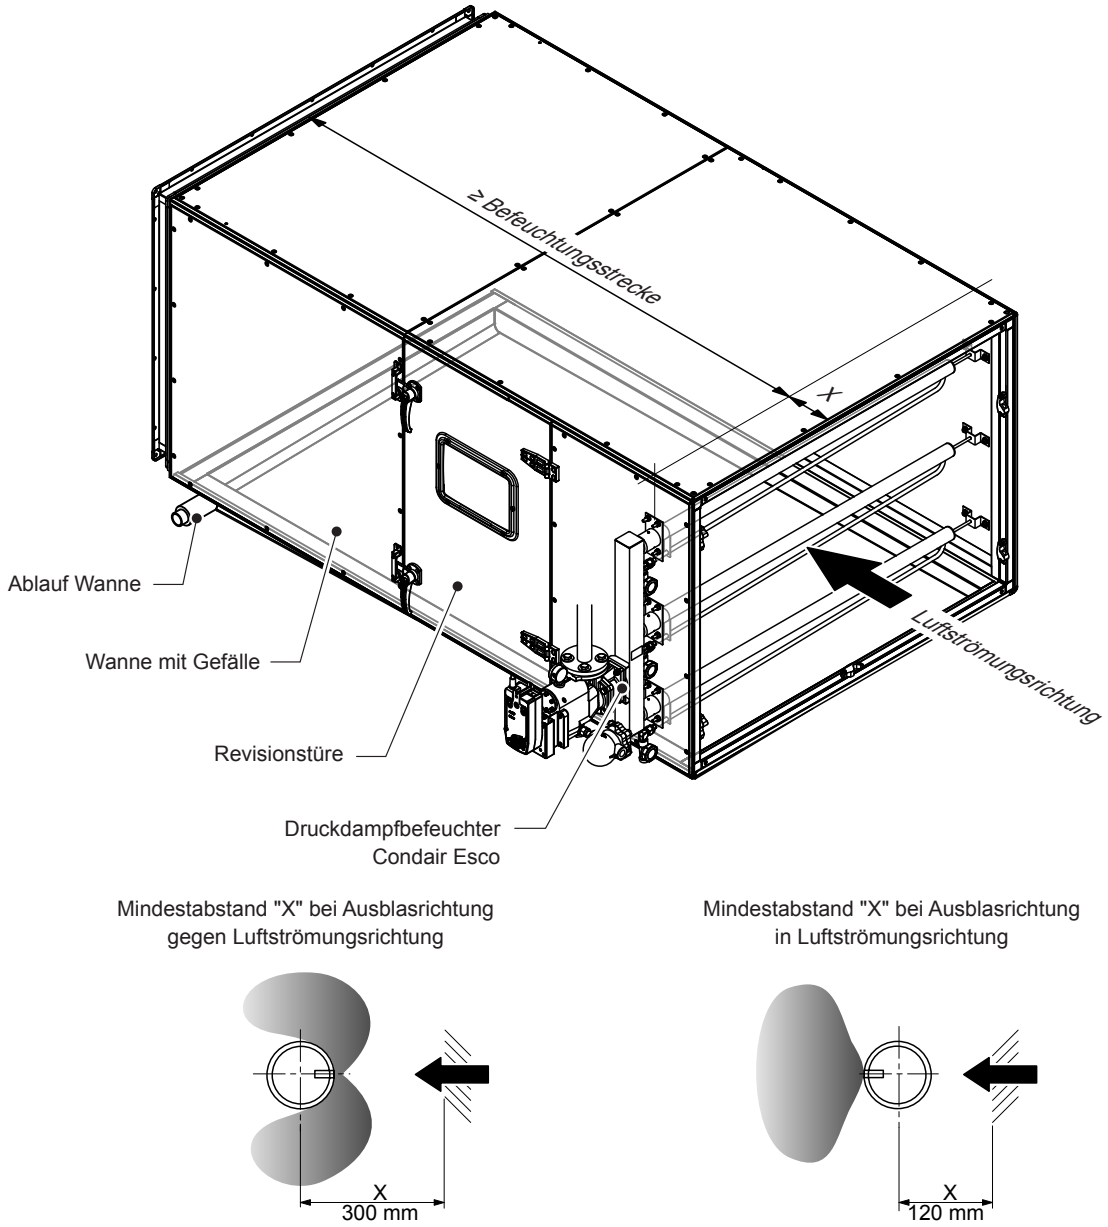

Abb. 27: Lüftungskanal/Lüftungsgerät mit DL40: Abstände zu vor- und nachgeschalteten Hindernissen
- Abstand zu vorgeschalteten Hindernissen beim DL40 mindestens Mass "X" (siehe *Abb. 27*).